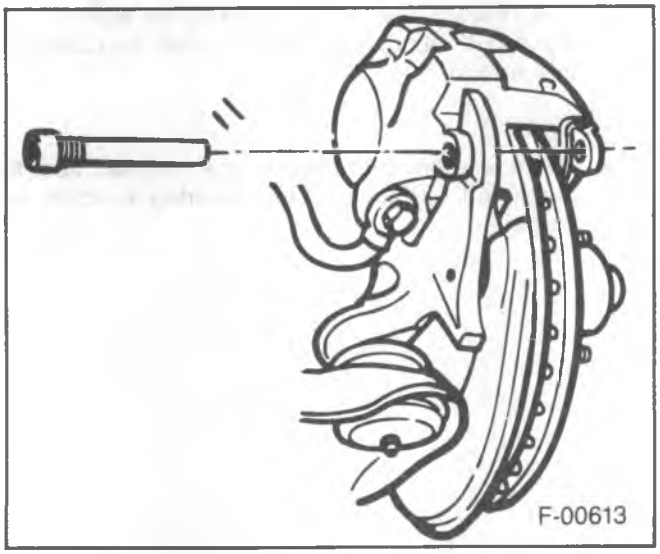

Figure 5—Removing/Installing Caliper Mounting Bolts
3. Mounting bolts (figure 5).
7. Mounting bolts (figure 5).